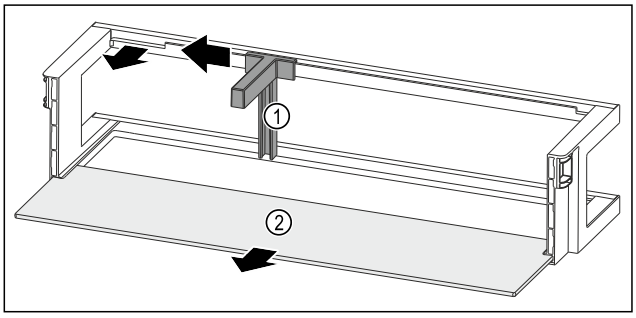

Fig. 211 Door rack with bottle holder and shelf
▶ Slide the bottle holder *Fig. 211 (1)* to the side as far as the recess.
▶ Remove the bottle holder *Fig. 211 (1)*.
▶ Remove the shelf *Fig. 211 (2)*.